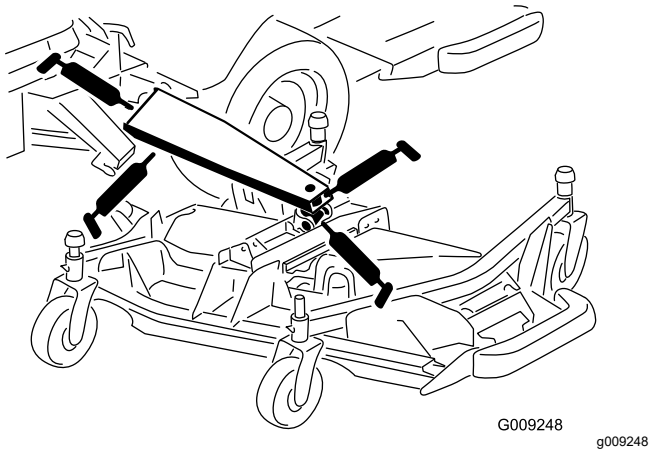

Figuur 86
- 3 lagerbussen van de hoofdhefarm (Figuur 86)
- 1 lagerbus van de hefcilinder (Figuur 86)